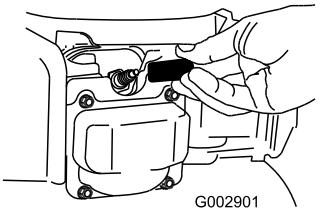

Figur 35
2. Kobl tændrørskablet fra tændrøret (Figur 35), før du udfører nogen form for vedligeholdelsesarbejde.